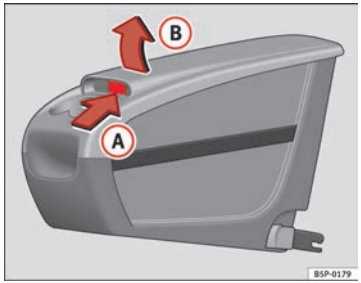

Fig. 113 Mobile storage compartment. Opening
– Lift the cover (B), in area (A) ⇒ Fig. 113.